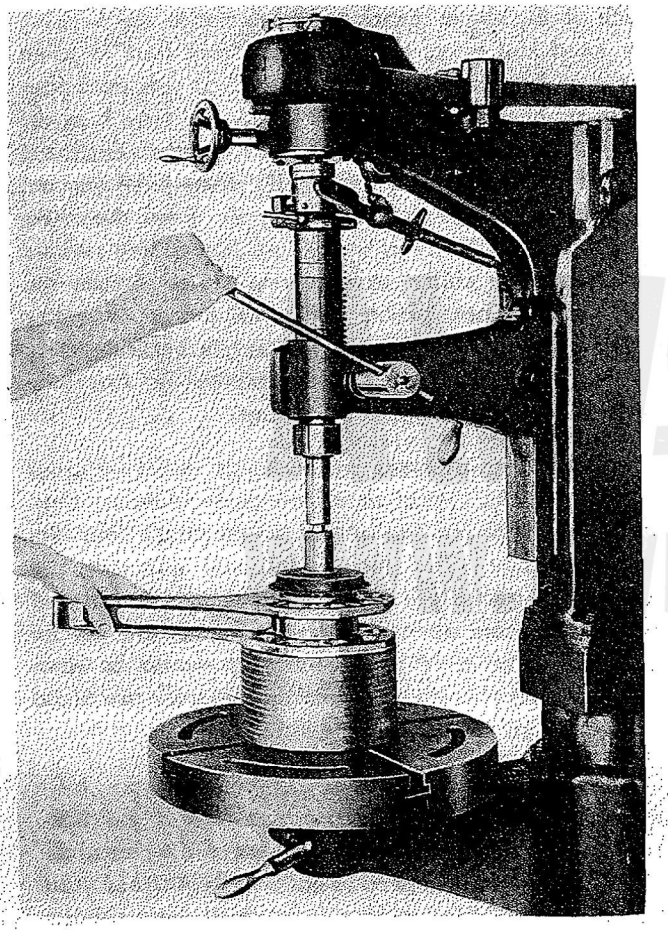
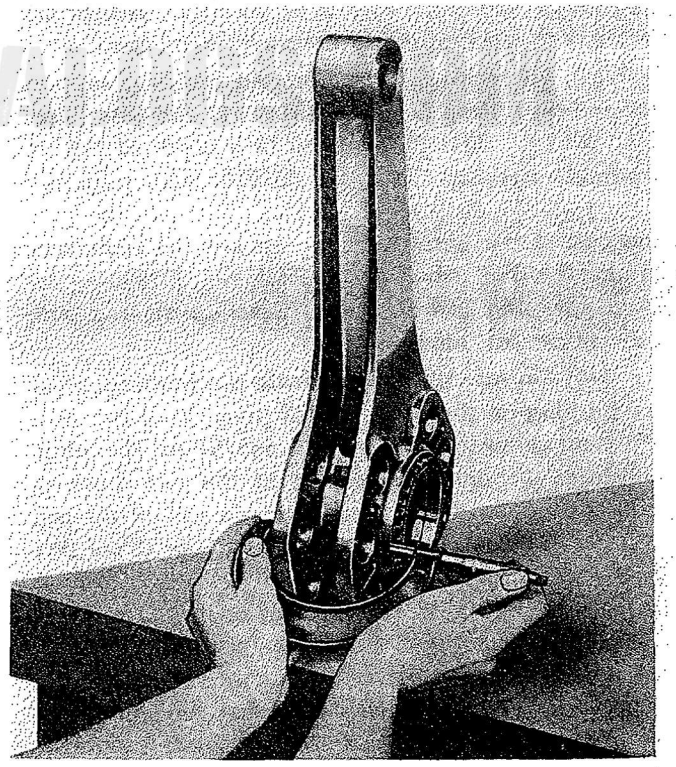
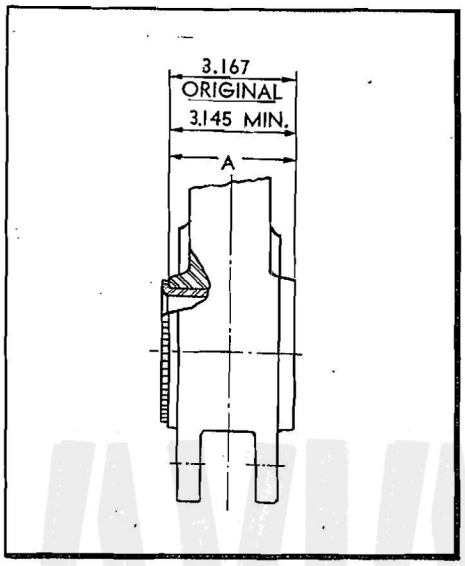

Figure 168—Polishing Master Rod Rear End
Figure 169—Measuring Width of Master Rod Hub
Figure 170—Master Rod Original and Minimum Widths
(16) Polish the rear face of the master rod large end to obtain a finish of 13 to 15 micro-inches in order to prevent mutilation and excessive wear of the master rod end seal spacer. Polish in accordance with the following instructions: Bolt the fixture (Tool No. 801628) to a drill press table approximately 1/2 in. out of line with the drill press spindle. Using belt dressing or cement, attach a piece of Aloxite No. 320 polishing cloth, or its equivalent, to the plane surface of the polishing tool (Tool No. 801547). Use a circular piece of polishing cloth approximately the same diameter as the plane surface of the polishing tool. Chuck the polishing tool in the drill press, and place the master rod on the fixture (Tool No. 801628) with the rear face of the large end up. Polish the rear end of the master rod by turning the tool at a speed of approximately 600 rpm, exerting a moderate pressure on the tool. Oscillate the master rod in the fixture while polishing. Refer to Figure 168. A worn cloth is essential for a high finish. Compare the finish obtained with the 15 micro-inch finish reference block (Tool No. 801762).
(17) The tools required for performing this polishing operation form part of the set of tools provided under Tool No. 801850.
(18) Measure the width of the master rod hub using a micrometer. Refer to Figure 169. Insure that the measured width is greater than the minimum permissible width of 3.145 in. Subtract the measured width from the original width of 3.167 in. to determine the proper oversize master rod end seal spacer to be used. This figure represents the amount of material removed from the rear face of the master rod hub. Refer to Figure 170.